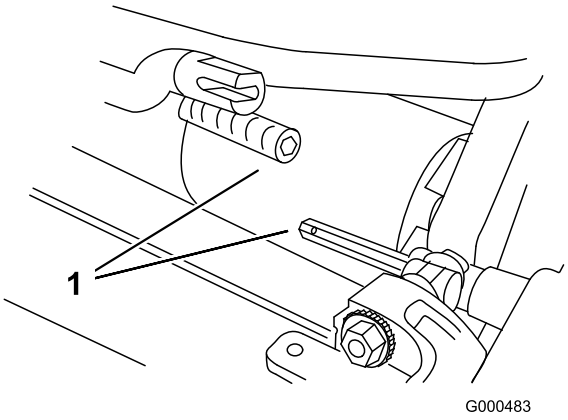

Figur 4
3. Skyv klippeenheten under trekkenheten og så til venstre for å aktivere drivverkskoplingen (Figur 4).